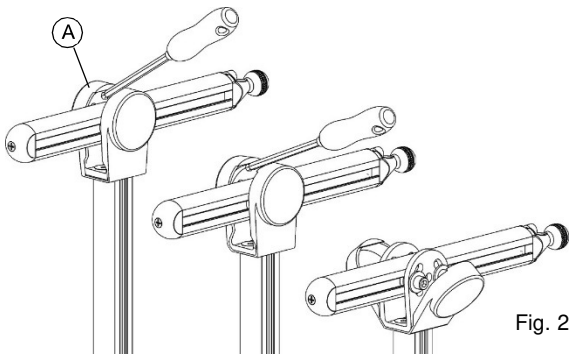

Fig. 2
4. Bringen Sie die Abdeckung des waagrechten Drehpunkts (Fig. 2, B) wieder an.